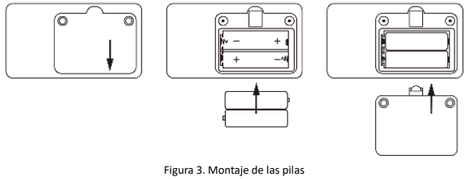

Figura 3. Montaje de las pilas
A. Consulte la figura 3. Utilice un destornillador para desenroscar los dos tornillos del compartimento de las pilas, situado en la parte posterior del producto, abra la tapa posterior de este.